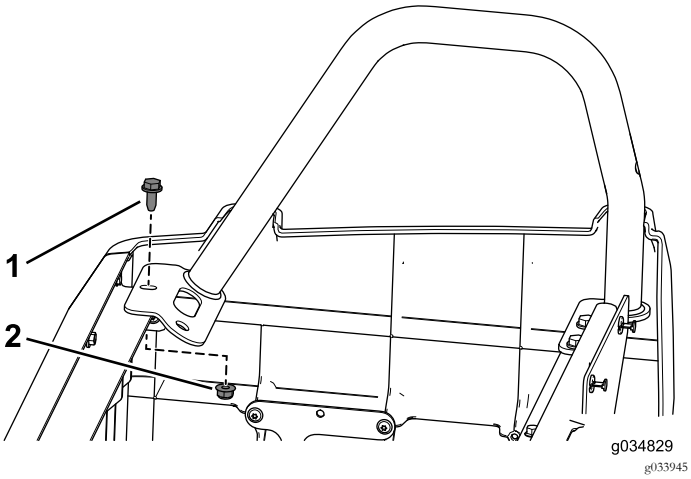

Bild 89
11. Befestigen Sie den rechten hinteren Hüftgurt mit dem vorher entfernten Bundbolzen (3/16" x ¾") und der Bundmutter am Sitzunterteil (Bild 89).